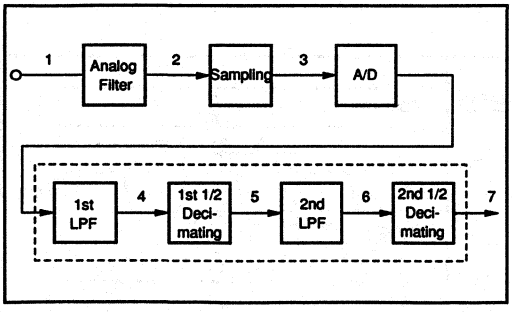

FIGURE 1. A Block Diagram of an Oversampling ADC Followed by Digital Decimation.
According to the Nyquist Theorem, digital audio recordings sampled at a rate of 44.1kHz (CD) or 48kHz (DAT) should accurately reproduce the full 20kHz audio bandwidth. Unfortunately, if frequencies higher than1/2 the sample rate are seen at the input of an analog-to-digital converter, aliasing back into the baseband will occur. At these sample frequencies, the way to assure that aliasing does not occur is to use complicated high order filters at the input of the ADC . These filters can be expensive and they can also have undesirable phase characteristics. These problems can be avoided by using an oversampling ADC (such as the PCM1750) with a decimating filter, where a high order filter can be replaced with a low order filter which has very little phase distortion (Figure 1).